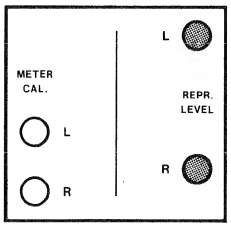

Fig. 6.4.–7
– Raccordez un millivoltmètre BF à la sortie OUTPUT L (51) (échelle 1 V).
– A l'aide du réglage REPR LEVEL L (fig. 6.4.–7), ajustez la tension de sortie à 0,775 V.
– Bedienungselemente nach Fig. 6.4.–6 einstellen.
– NF-Millivoltmeter an Ausgang (51) OUTPUT L + R anschliessen.